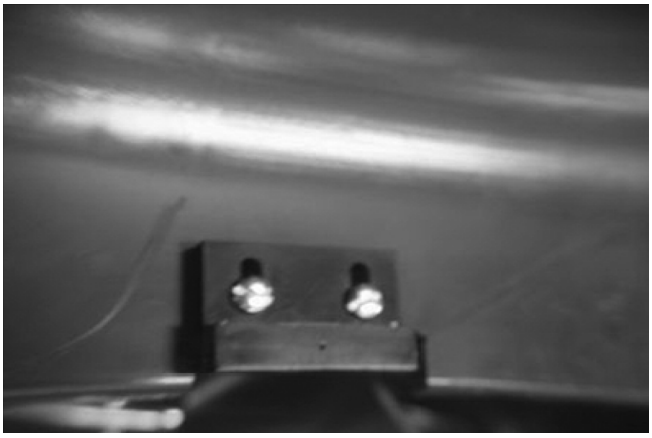

Figure 18.
19. The magnet is mounted on the inside of the cover and flush to the bottom of the cover and the protruding magnet faces the hopper and switch. (See Figure 18.)